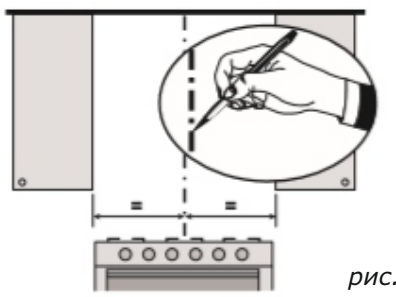

рис. 5
- всегда устанавливайте вытяжку над центральной частью варочной панели (рис. 5);